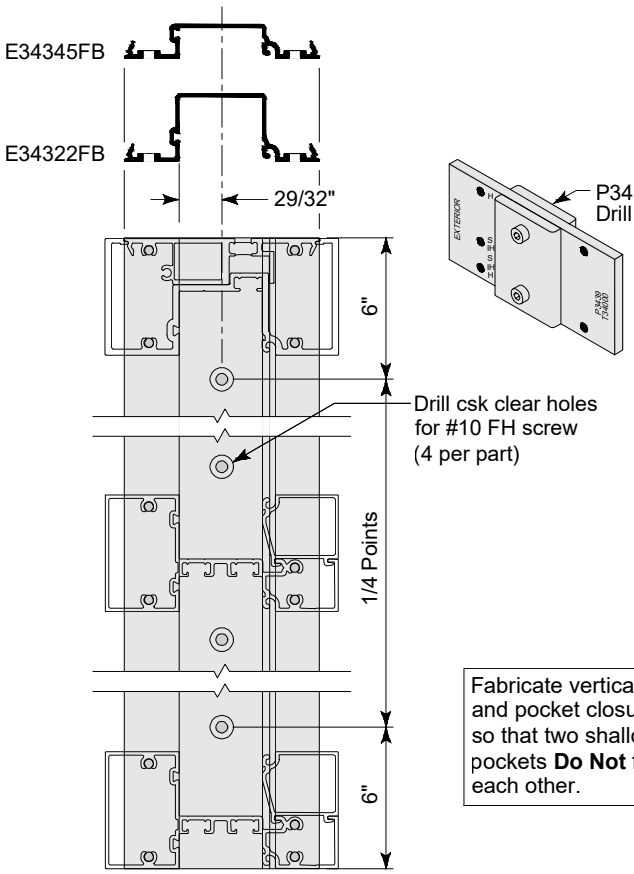

Fig. 18.2
A. Drill #7 (.201 dia) clear hole with countersink for a #10 FH screw 6" from ends and 1/4 points of closure pocket length. SEE Fig. 18.2.